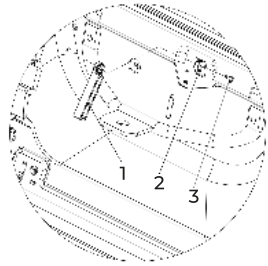

Рис. 11
6.10. Установка нажимной пластины аварийного выключателя (рис. 11)
• Установить пластину (рис. 11, поз 1) на заднюю панель с помощью болта (3).